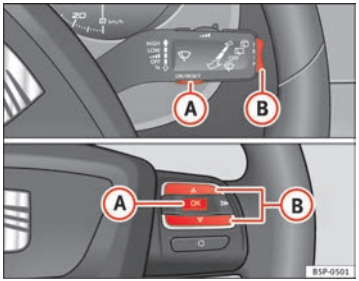

Fig. 41 Rocker buttons A and B. Steering wheel controls.
– When the ignition is on, briefly press button ⇒ page 63, fig. 41 (A) on the windscreen wiper lever to change from one memory to another or press button (A) on the steering wheel controls ⇒ page 63, fig. 41.